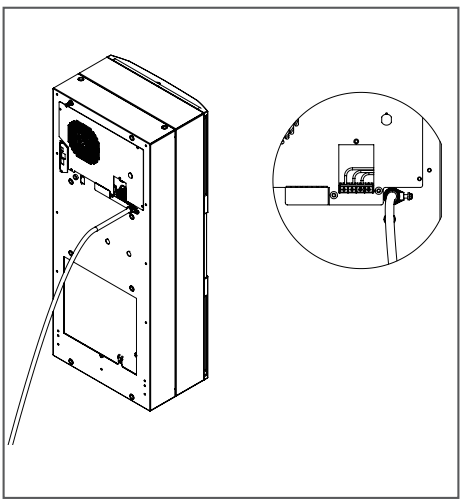

Figure 2
5. Serrez la vis sur le serre-câble afin de maintenir le câble (voir la Figure 2).